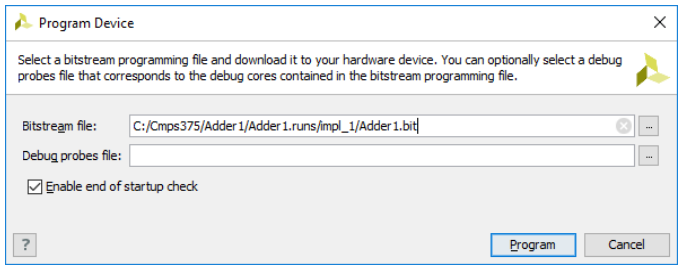

Figure 18. Bitstream for Nexys4 DDR: Adder1.bit
d. Make sure the *Bitstream file* of *Program Device* form is **Adder1.bit** as shown in Figure 18. Then, click ***Program*** to program the FPGA. Note that: the *DONE* light on the board will light when the device is programmed.